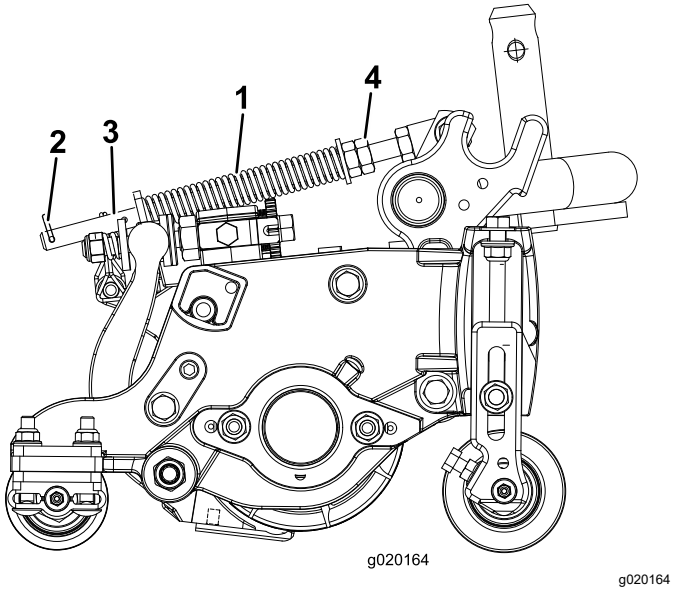

Figure 14
Le ressort de compensation (Figure 14) transfère aussi le poids du rouleau avant au rouleau arrière. Cela évite la formation d'ondulations à la surface de la pelouse.
1. Vérifiez que la goupille fendue est insérée dans le trou de la tige de ressort (Figure 14).
2. Serrez les écrous hexagonaux sur l'extrémité avant de la tige de ressort jusqu'à ce que la longueur du ressort comprimé (Figure 14) soit égale à 12,7 cm sur les unités de coupe de 13 cm ou à 15,8 cm sur les unités de coupe de 18 cm.